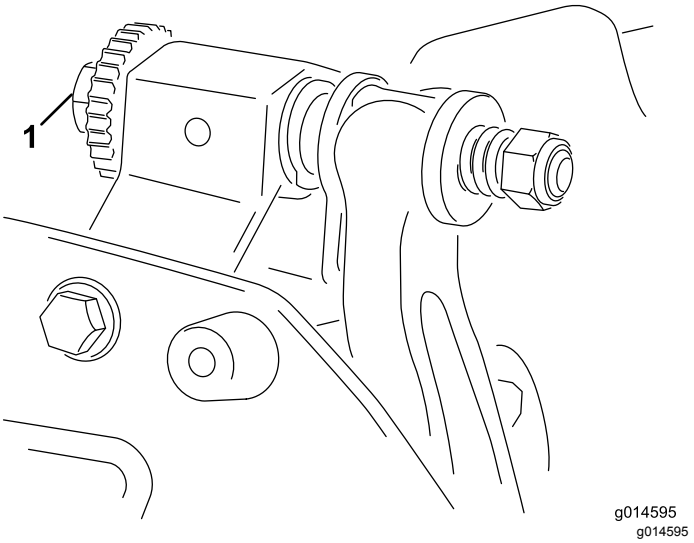

Figuur 9
A. Draai de stelknoppen van de snijbalk (Figuur 9) telkens 1 klik naar rechts, totdat u voelt en hoort dat er licht contact wordt gemaakt.
6. Draai aan de rechter afstelschroef van de snijbalk (Figuur 9) tot u een lichte druk voelt als u de afstandsring heen en weer schuift. Verwijder de afstandsring.